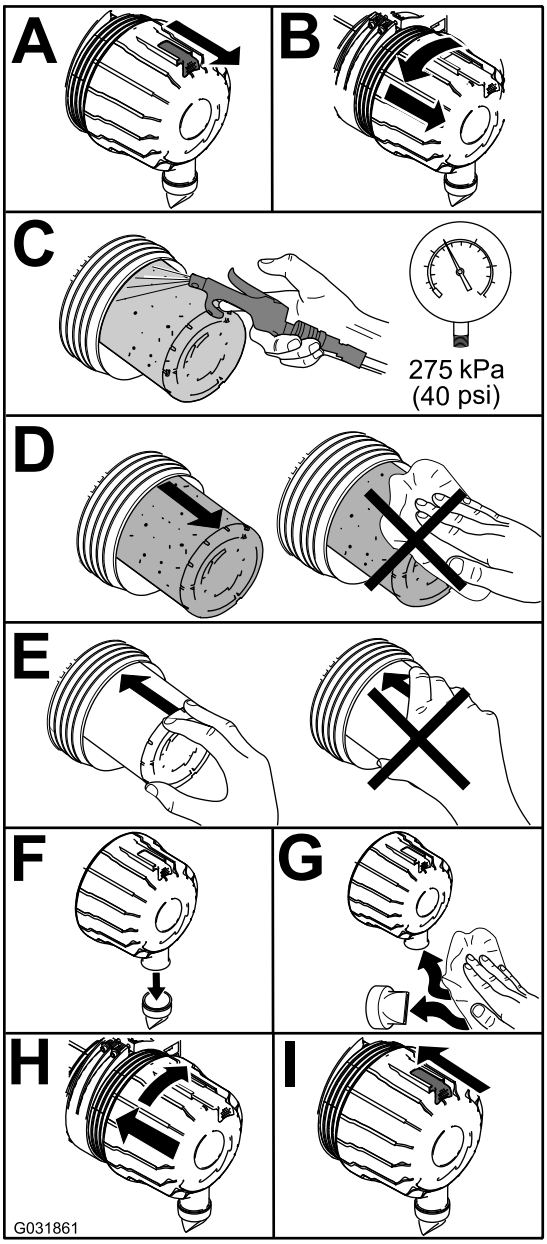

Figur 48
1. Byt ut den primära luftrenarinsatsen (Figur 48).